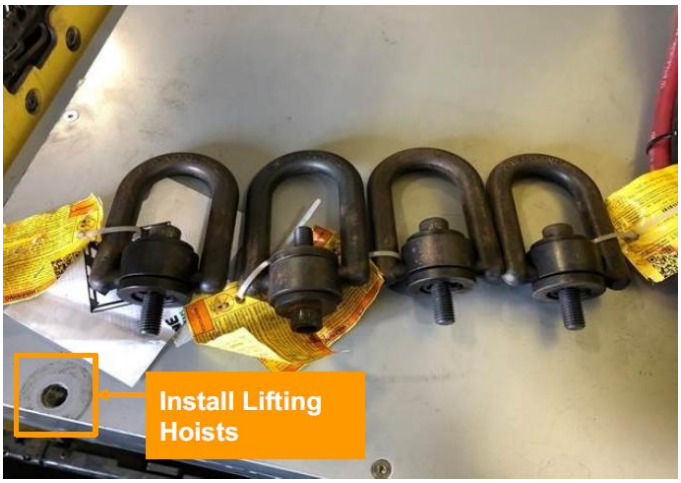

Figure 10: Image depicting where to install M14 lifting hoists on the battery.
2. Install the M14 lifting hoists onto the battery with the power drill (Figure 10).